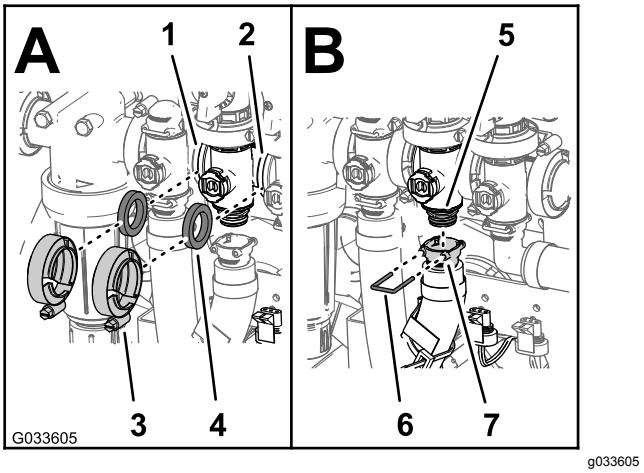

Figuur 125
2. Monteer de mengomloopklep, de pakking en de mengklepverdeler met een flensklem en draai handmatig vast (Figuur 125).